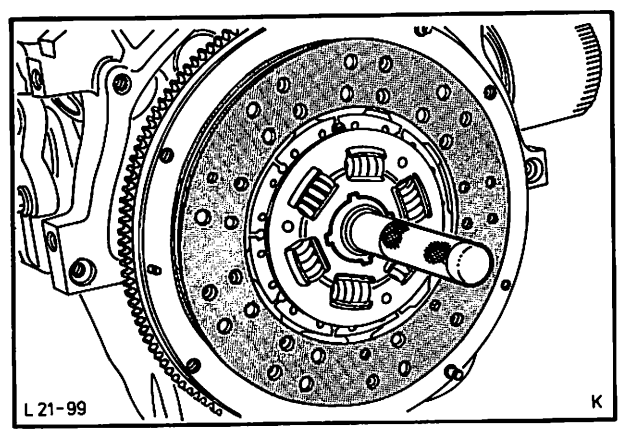

Abb. 191 Reibscheibe mit Spezialwerkzeug 21-067 (GH-7554) zentrieren
78. Reibscheibe mit Spezialwerkzeug 21-067 (GH-7554) zentrieren, Abb. 191. Druckplatte auf die Paßstifte aufsetzen und mit vorgeschriebenem Drehmoment befestigen.